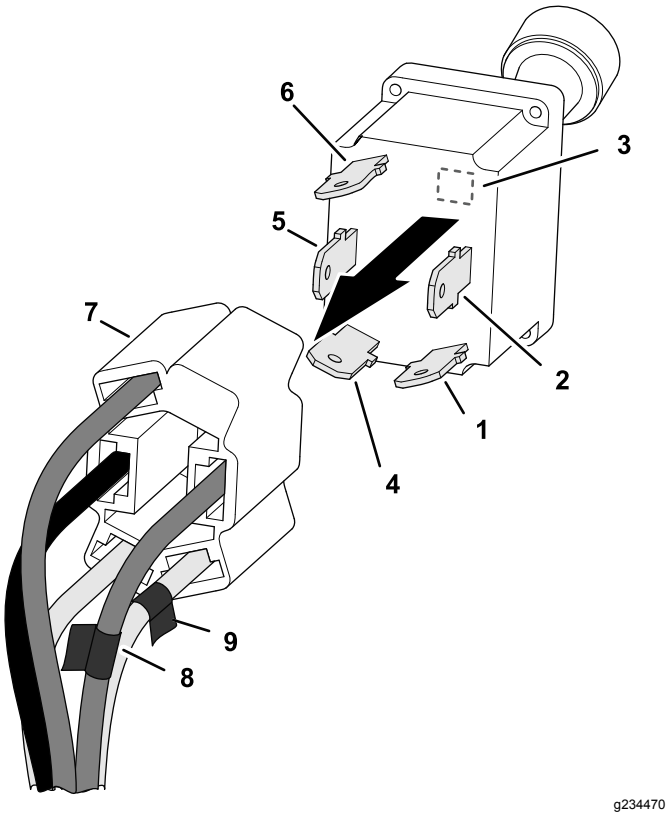

図 1
1. この下の回路識別表をみて、5ソケットコネクタ図1で、PTO スイッチの接点の文字に対応している電気コードの色をメモする。
2. PTO スイッチ回路の B 接点と C 接点に続く 5 ソケットコネクタのワイヤに、絶縁テープでマーキングする図 1。